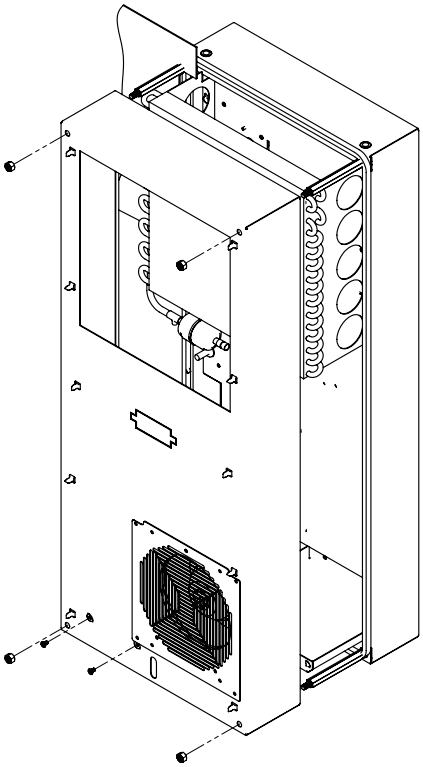

Ilustración 5
8. Presione la mitad posterior del gabinete para introducirla en la muesca de montaje y fíjela con los cuatro separadores. Consulte Ilustración 5 en la página 9.